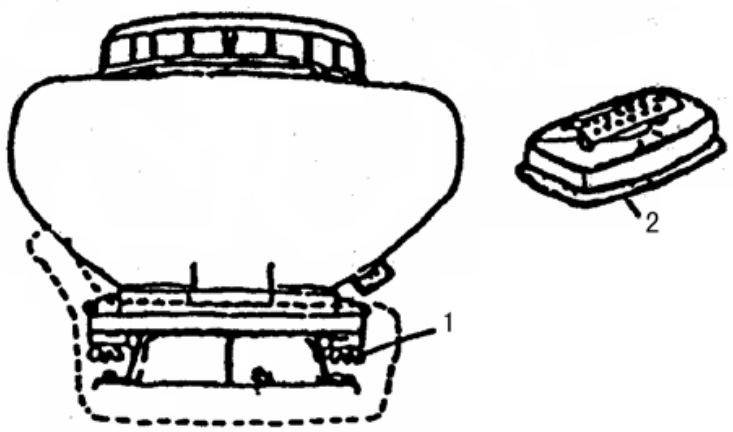

Рис. 1
1) Відкрутіть барашкові гайки, що знаходяться на баку для хімікатів та зніміть бак. Замініть насадку для розпилення на насадку для розприскування, після чого знову встановіть бак для хімікатів та закрутіть барашкові гайки (див. Рис. 1).